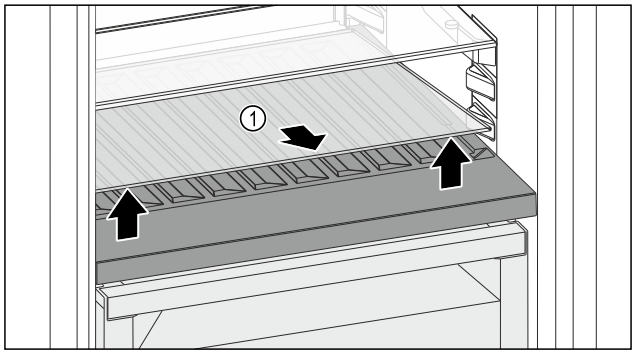

Fig. 218
▶ Ridicați în față și extrageți placa de sticlă *Fig. 218 (1)* din degajare.
▶ Păstrați placa de sticlă *Fig. 218 (1)* în siguranță în afara aparatului.